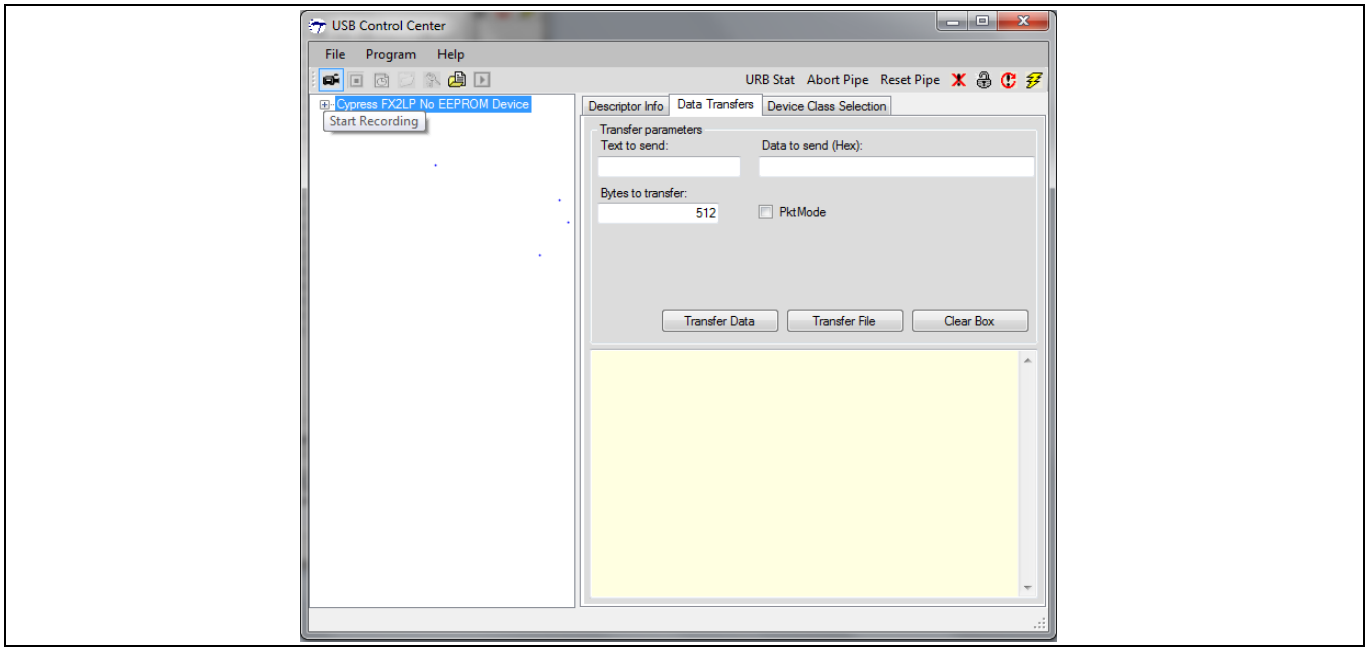

Figure 7　开始记录脚本
5. 在 Control Center 窗口中左上角点击“Record”（记录）按键，如 **Figure 7** 所示。